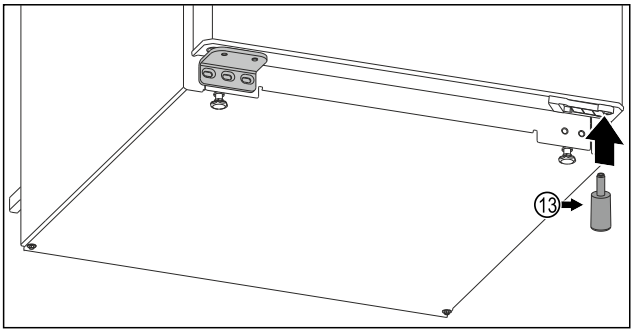

*Fig. 18 U spotřebičů bez 4hvězdičkového mrazicího oddílu**
▶ Distanční vložku *Fig. 18 (13)* opět vsaďte vpravo dole do dveří; je důležitá pro stabilitu přístroje.*